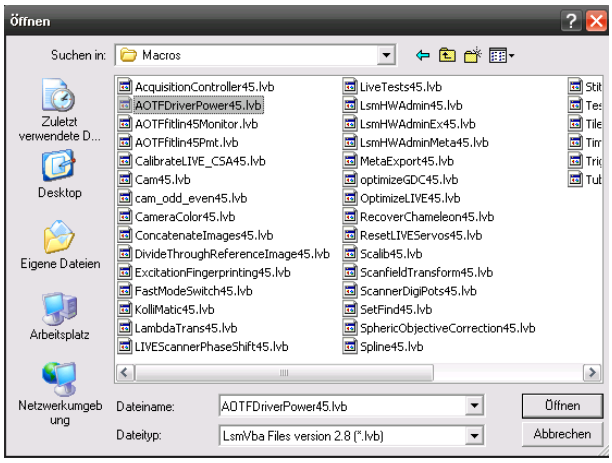

Fig. 5 **Open window**
- The **Open** window will be opened (see Fig. 5).